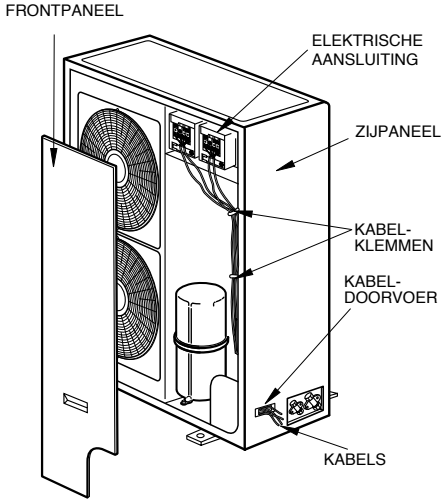

Fig. 18
(1) Verwijder het frontpaneel (Afb. 18).
(2) Maak de kabeldoorvoer gereed en bescherm deze met een rubber bescherming.
(3) Voer alle kabels door de bescherming.
(4) Sluit de buitenunit overeenkomstig het schakelschema aan.
(5) Zet de kabels met beugels of kabelklemmen vast.